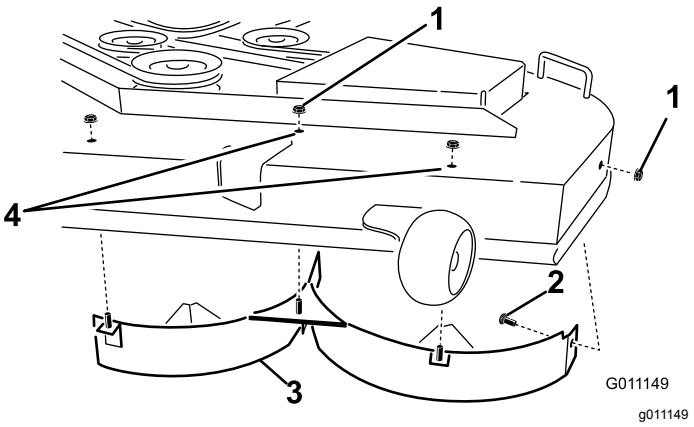

Figur 16
4. Fjern de tre låsemutterne (5/16 tomme) som er festet til de sveisede tappene på den venstre skjermen oppå klippeenheten i midtre, til venstre for midtre og venstre stilling (Figur 16).
5. Fjern låseskruen og låsemutteren på sideveggen av gressklipperen som fester den venstre skjermen til klippeenheten (Figur 16).
6. Fjern den venstre skjermen fra klippeenheten (Figur 16).
7. Finn de to boltene i monteringssettet og bruk de eksisterende låsemutterne til å montere disse festene i hullene som vist i Figur 16 på klippeenheten, for å forhindre at rusk slynges ut.